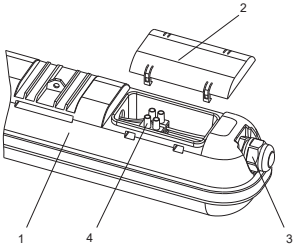

Рисунок 2
4.5 Подключение светильника (рисунок 2):